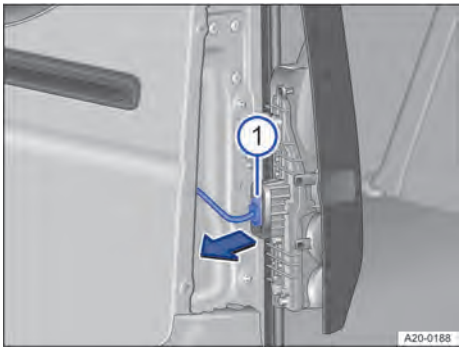

Fig. 194 En el grupo óptico trasero: desacoplar el conector.
① Tornillos de fijación
1. Desacople el conector en el sentido de la flecha → Fig. 194 ①.
4. Acople el conector al portalámparas → Fig. 194 ①.